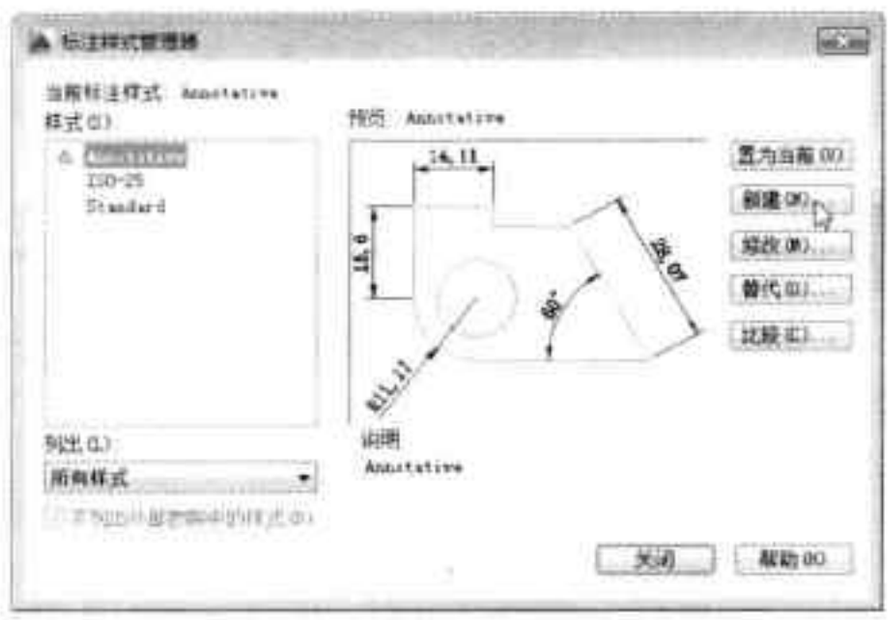

图9-77 单击“新建”按钮
Step01 启动 AutoCAD 2014 软件，执行“注释 > 标注”命令，打开“标注样式管理器”对话框，单击“新建”按钮，如图 9-77 所示。